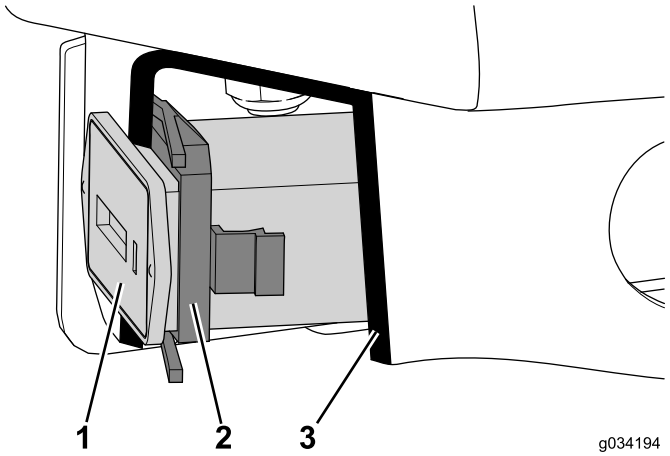

Figuur 26
1. Druk de urenteller in de uitsparing en bevestig met de houder (Figuur 26).